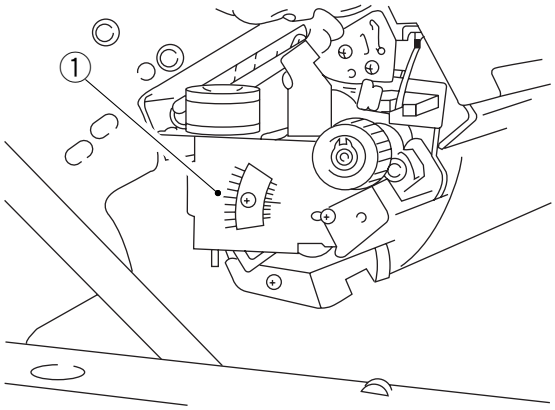

Figure 10-236 (rear view)
- The copier enters fixing film initial rotation mode (405) to return the fixing film to its proper position.
10) Check that the arrow ① is at the middle of the memory as shown in Figure 10-236.